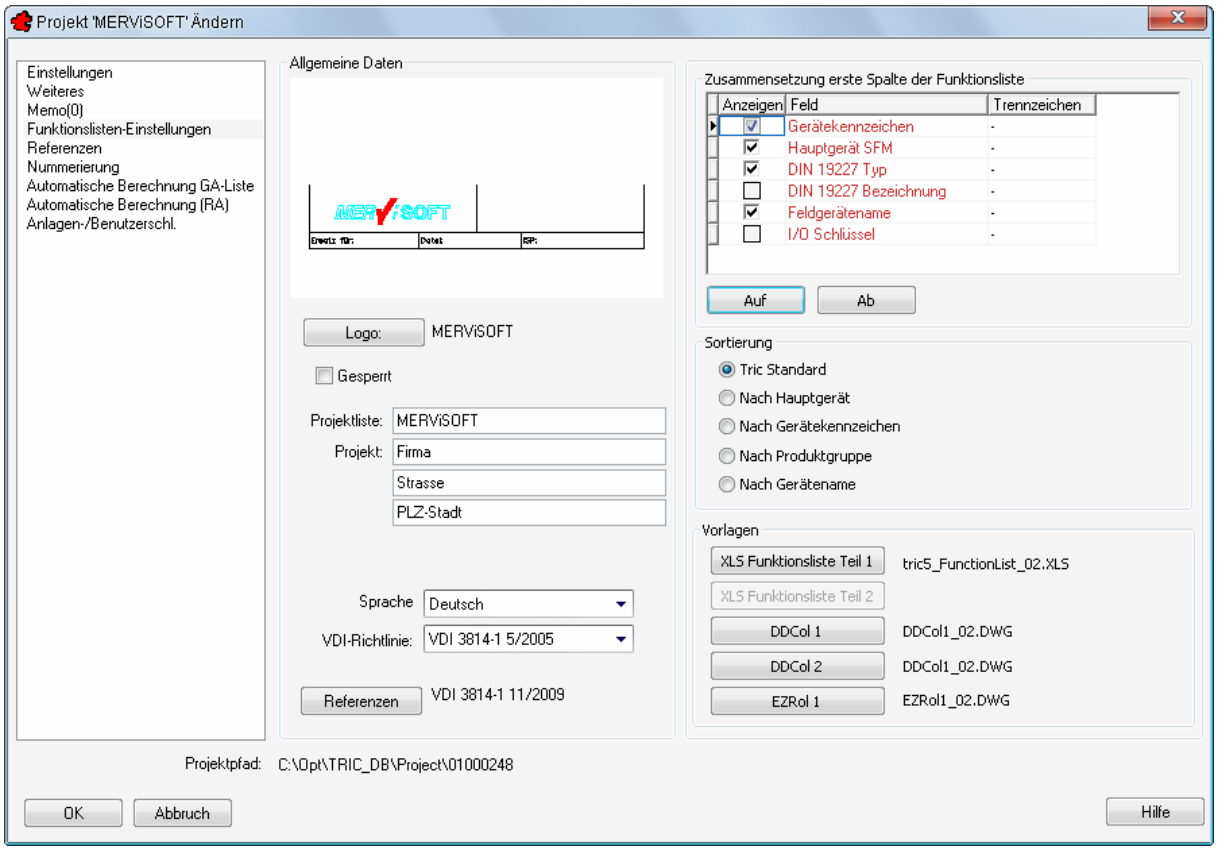

Bild 4.2 – Vorlagen für Funktionslisten
- Funktionslisteneinstellungen - Vorlagen (Abb. 4.2)